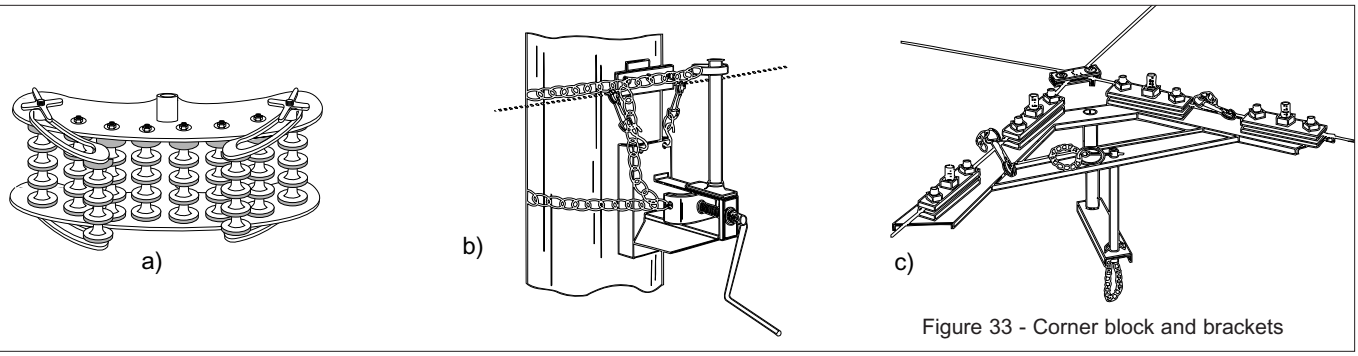

Figure 33 - Corner block and brackets
7.17 Corner blocks are used when pulling cable through outside or inside corners. Available for both 45° and 90° turns, corner blocks reduce pulling friction, guide the cable, and maintain the bend radius of the cable as it rounds corners. Corner blocks (Figure 33 a) can be installed on poles using pole brackets (b) or at strand crossovers using crossover brackets (c).